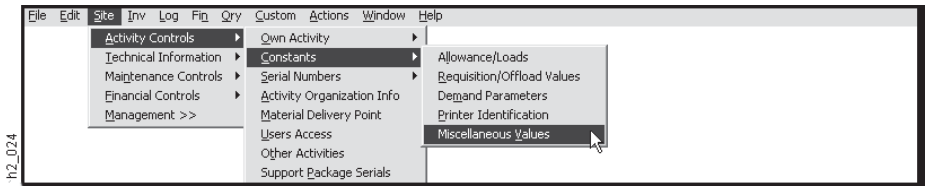

Figure 2-35
(3) Step 3. On the Constants Submenu above (Figure 2-35), select the Miscellaneous Values Option.